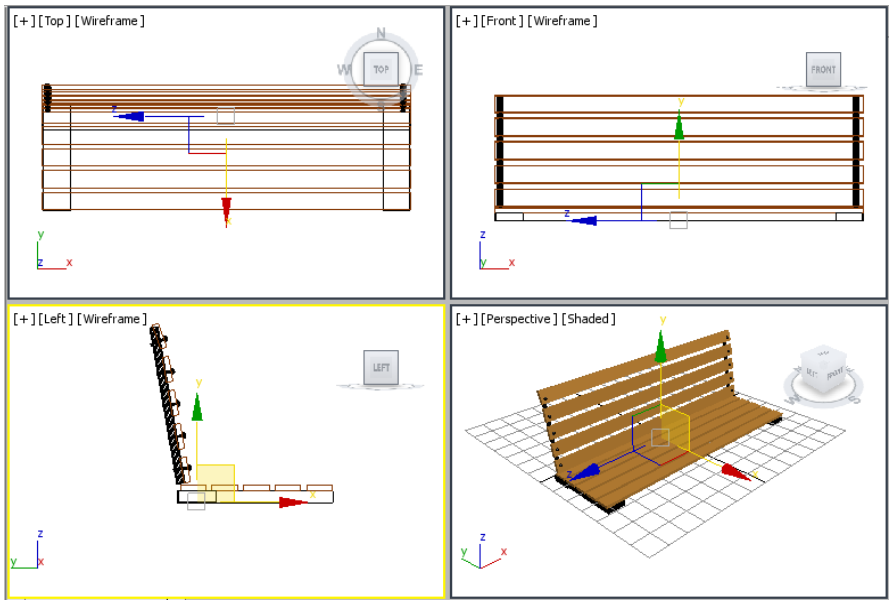

Figure 2-85 *Alignment of leg support003 with horizontal seat support in viewports*
10. Choose the **Select and Move** tool and align *leg support003* with *horizontal seat support* in all viewports, as shown in Figure 2-85.